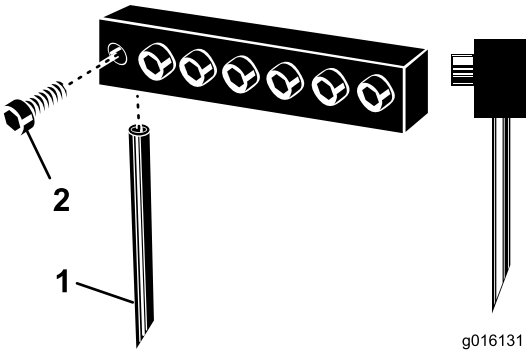

**Figur 26**
3. Løsne festeboltene og fjern pipene du har brukt tidligere (Figur 26).
**Merk:** Utløsningsåpningen for hule luftepiper skal være vendt mot bakre del, mens tuppvinkelen for solide piper skal være vendt mot maskinen (Figur 26).